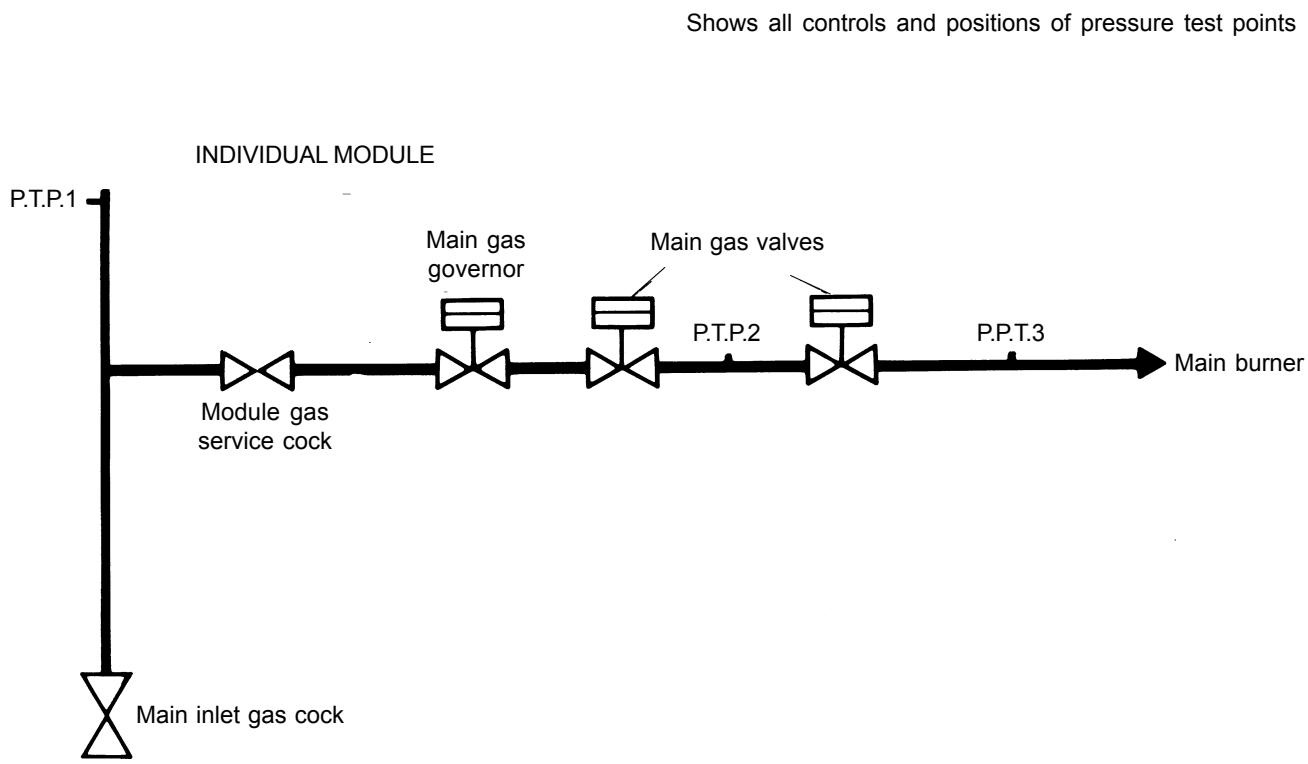

Fig.19 Diagram of Gas Supply Manifold
1. Unscrew and remove the ferrule (Fig.19) from the spark electrode and disconnect the ignition lead. Pull off the inline connector in the flame sensing probe lead.
3. Carefully fit the new item and reconnect the leads. If applicable check that the spark gap is 3.5 ± 0.5 mm (Fig.19).
iii) There is mains electrical supply (230V) at the spark generator at the correct time during the ignition sequence (Fig. 19)